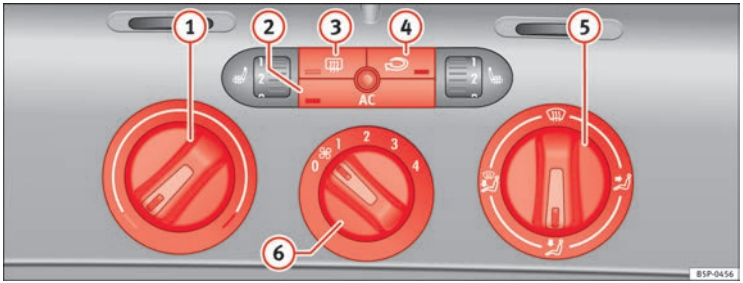

Fig. 126 On the dash panel: Climatic controls
– Turn the temperature selector ⇒ Fig. 126 (1) clockwise to select the required temperature.